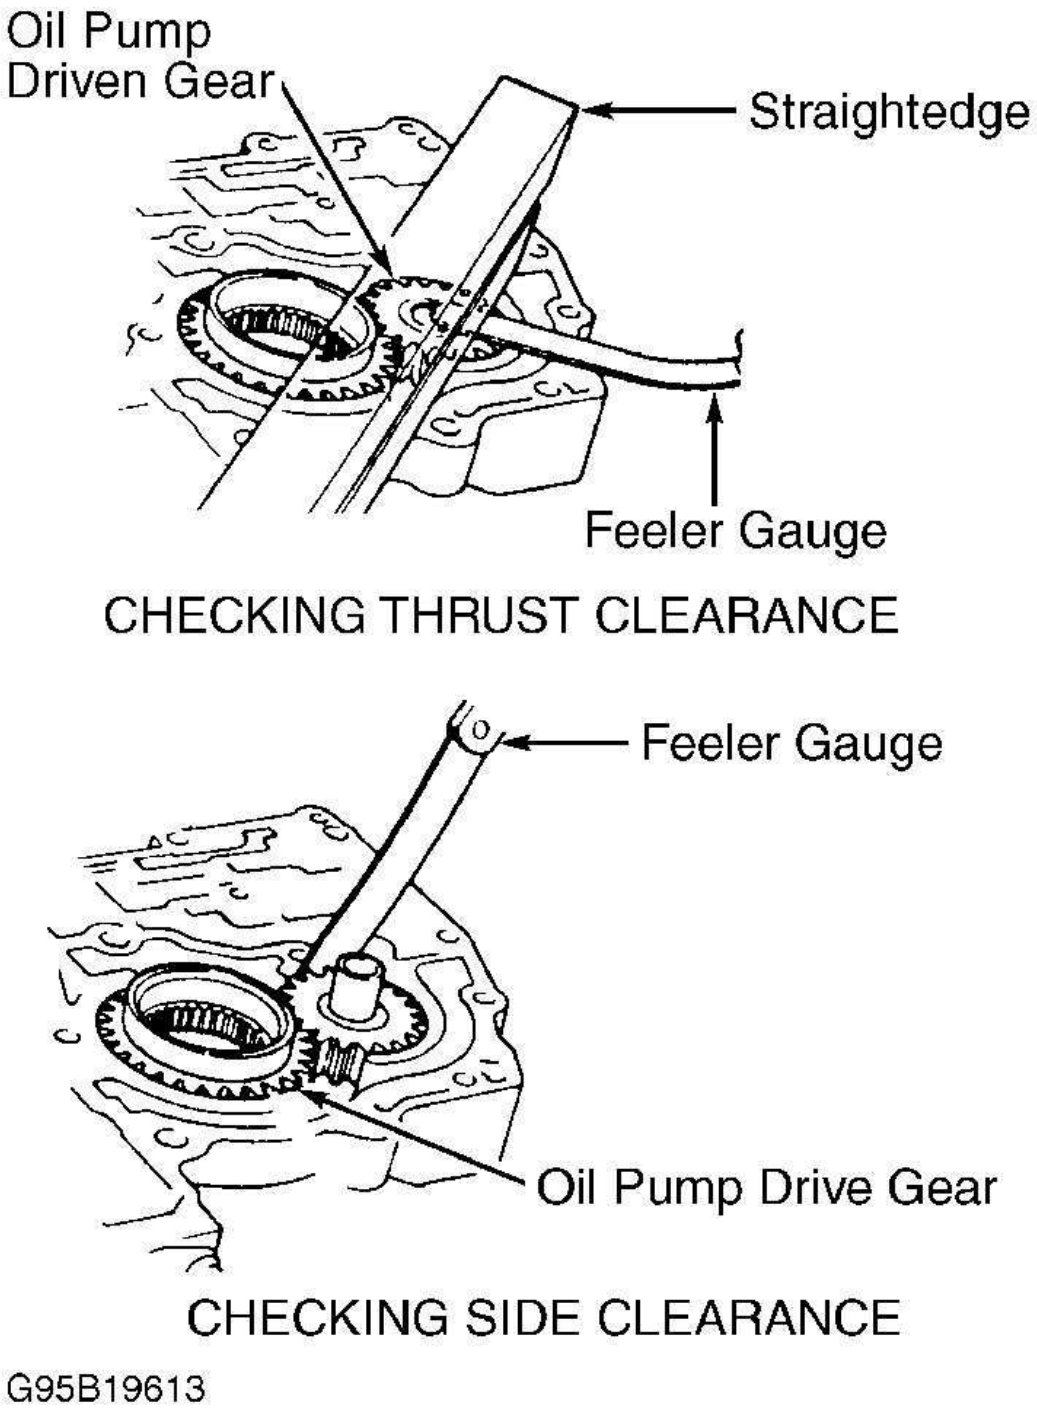

Fig. 31: Measuring Oil Pump Clearances
2. Measure the side clearance of the ATF pump drive gear and driven gear. See **Fig. 31** . See **OIL PUMP SPECIFICATIONS** table.